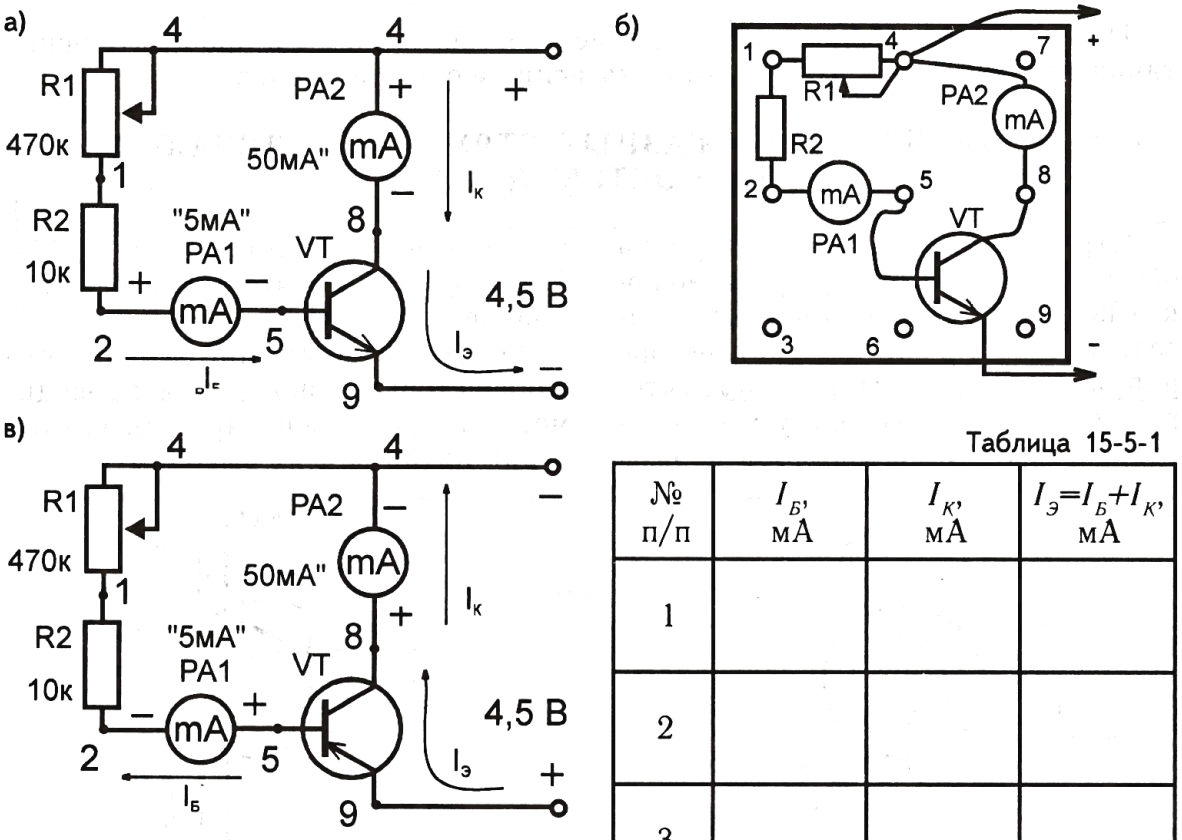

Рис. 15-5-1
1. Соберите цепь на транзисторе *n - p - n* - типа по рис. 15-5-1, а и б (на транзисторе *p - n - p* - типа по рис. 15-5-1, в), где: